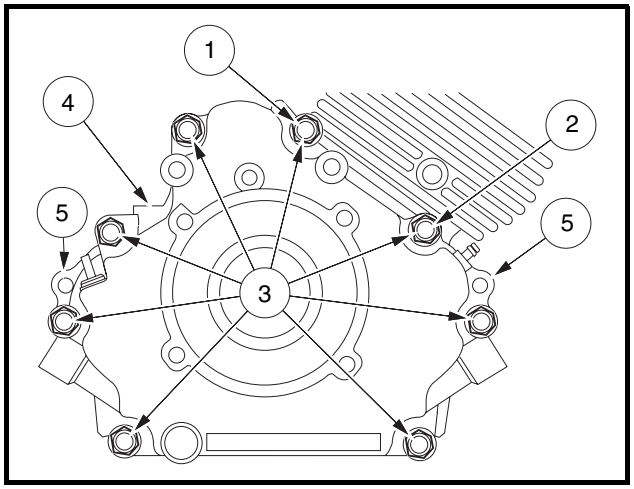

Figure 13-4 Crankcase Cover
2. Remove nuts and clamps at two-ended bolts (1 and 2) **(Figure 13-4, Page 13-5)**.
3. Remove eight bolts (3) and remove the crankcase cover (4) **(Figure 13-4, Page 13-5)**. **See following NOTE.**
NOTE: *If the crankcase cover sticks, tap lightly with a plastic mallet on alternate sides near the dowel pins (5)* ***(Figure 13-4, Page 13-5)****.*